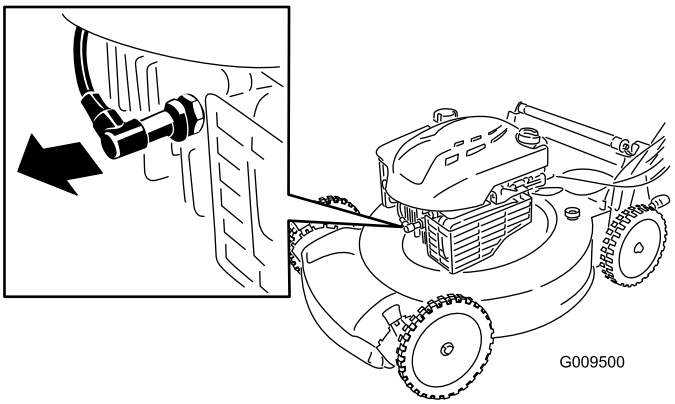

Bild 23
2. Ziehen Sie das Zündkabel von der Zündkerze (Bild 23) ab, bevor Sie Wartungsarbeiten ausführen.